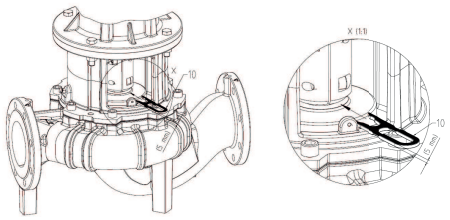

Fig. 47: Applicazione della forchetta di montaggio
10. Spingere la forchetta di montaggio (Fig. 47) tra la lanterna e il giunto. La forchetta di montaggio deve essere applicata senza gioco.
11. Serrare prima leggermente le viti del giunto (Fig. I/II/III, pos. 1.41), finché le due metà del giunto non toccano gli anelli distanziali.